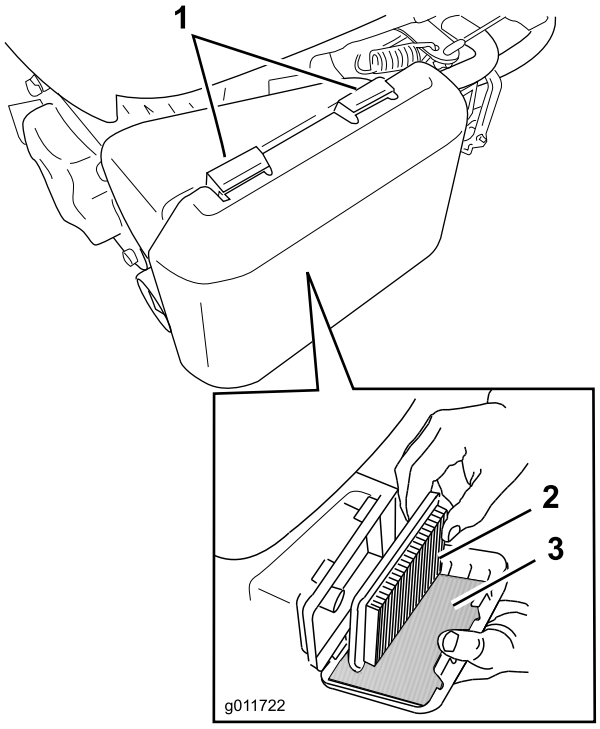

Figuur 28
1. Druk de lippen van de vergrendeling op de bovenzijde van het luchtfilterdeksel omlaag (Figuur 28).
3. Verwijder het papierelement en het schuimelement (Figuur 28).